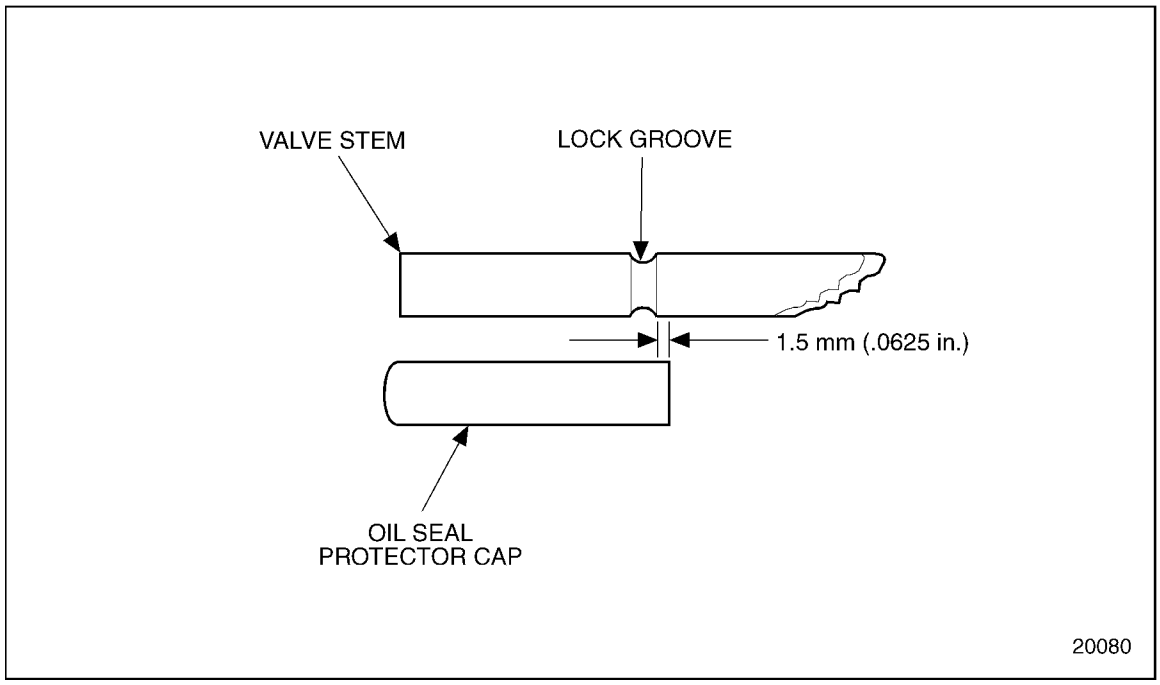

Figure 1-91 Oil Seal Protection Cap Sizing
3. Check the length of the plastic seal protector cap relative to the lock groove on the valve stem. If the seal protector cap extends more than 1.6 mm (1/16 in.) beyond the groove, trim off the excess length of the cap. See Figure 1-91.